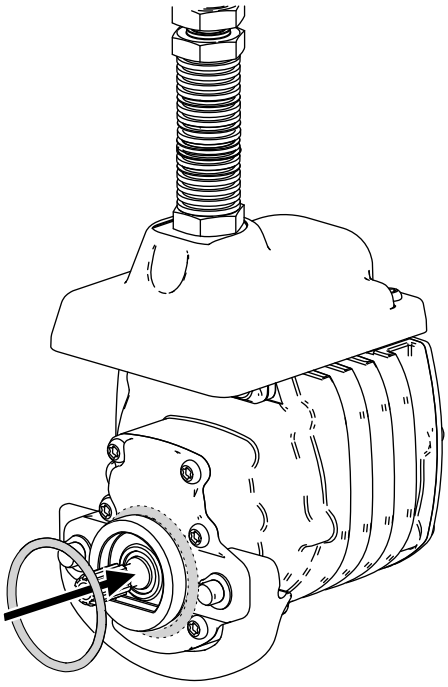

Bild 9
3. Legen Sie einen O-Ring auf jeden Spindelmotor, wie in Bild 9 abgebildet.